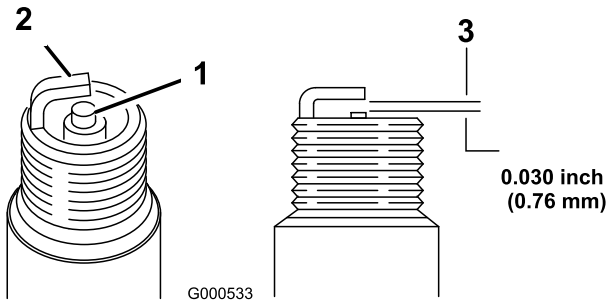

Figuur 28
5. Stel de elektrodenafstand in op 0,76 mm (Figuur 28).